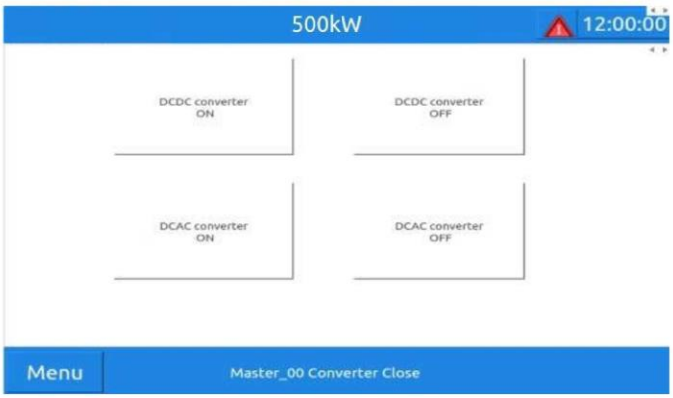

Figure 7-4 Startup and shutdown main interface
(7) The converter is turned on. Click "Menu" → "Switch" → "DCAC Inverter On" in the lower left corner of the monitor (as shown in Figure 7-4). The inverter is soft-started. After the soft-start is completed, the AC contactor pull-in sound will be heard. At this time, the status of the converter displayed in the lower corner of the monitoring main interface will change to "converter off-grid discharge" or "converter off-grid discharge". ''The inverter is connected to the grid for charging'' or "The inverter is connected to the grid to discharge" . At this time, the inverter is running normally.
(1) Shutdown of the photovoltaic controller. Click "Menu" → "Switch" → "DCDC Converter Off" in the lower left corner of the monitor, click "DCDC" Converter Off", and the PV controller status displayed in the lower right corner of the monitoring main interface will have "Converter xMPPT" " becomes "standby". At this time, the PV controller stops working. (As shown in Figure 7-4 above)
(2) The converter is turned off. Click "Menu" → "Switch" → "DCAC Converter Off" in the lower left corner of the monitor. After clicking "DCAC Converter Off", you will hear the AC contactor disconnecting sound. At this time, the change displayed in the lower corner of the monitoring main interface The converter status will change to "Converter closed". At this point the converter stops working.